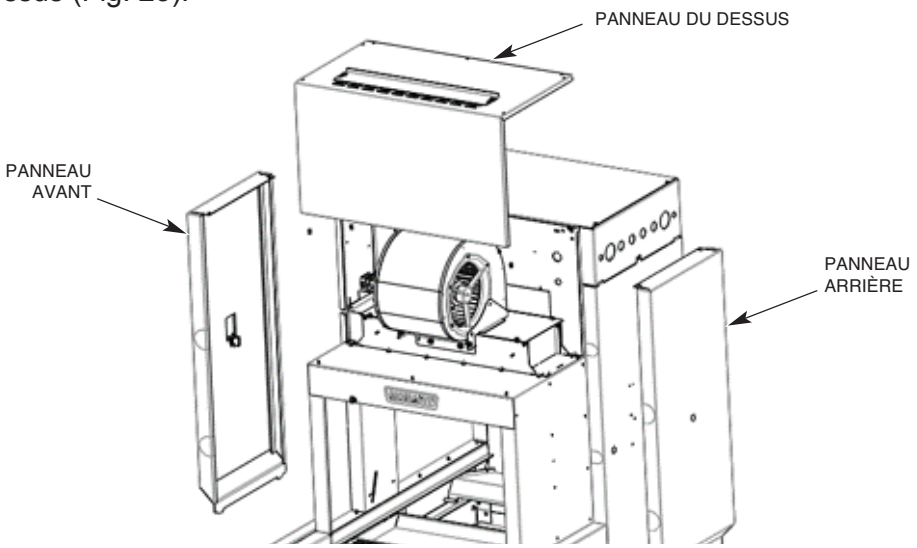

Fig. 23
1. Retirez les panneaux du couvercle du séchoir : le panneau avant, arrière et du dessus (Fig. 23).